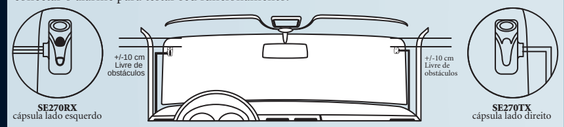

Figura 1. Posição do sensor de ultrassom no para-brisa.
4. Limpe as regiões do para-brisa onde serão fixados os sensores de ultrassom. Veja Figura 1. Destaque as respectivas fitas dupla-face da cartela e fixe-as no para-brisa evitando a formação de bolhas. Passe os respectivos cabos e conecte os sensores. Retire as proteções das fitas adesivas e fixe os sensores sobre cada dupla-face.
6. Fixe os sensores de ultrassom, veja Figura 1, e ajuste a sensibilidade conforme descrito no item 14.
7. Conecte as saídas para travas elétricas conforme descrito no item 9.
8. Ligue o controle de som (fio-RX), conforme descrito no item 12 (somente alarme Cyber PX, FX e Femme).
9. Conecte todos os outros fios (sinais e potências) de acordo com o diagrama de instalação, item 18;